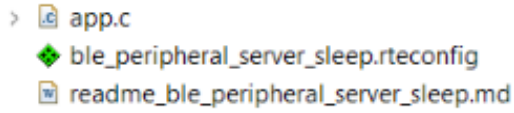

Figure 9. Selecting the Project's .rteconfig File
1. Double click **`<project_name>`**.*rteconfig*, as shown in the "Selecting the Project's .rteconfig File" figure (Figure 9).